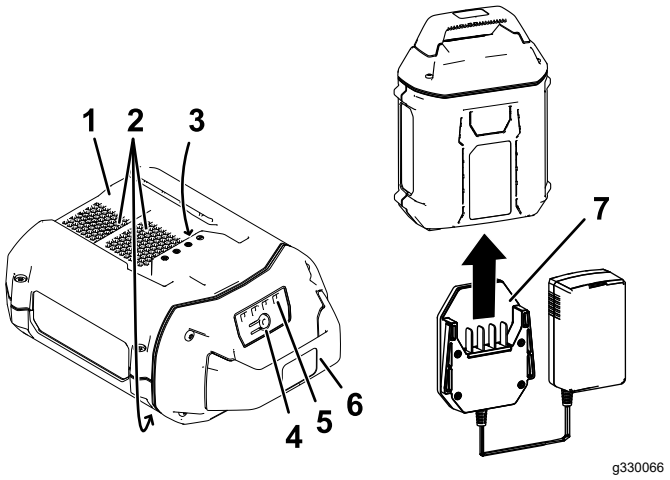

Figura 25
2. Alinee el cargador con el hueco de la parte trasera de la batería (Figura 25).
3. Introduzca el cargador en la batería hasta que esté completamente asentada (Figura 25).